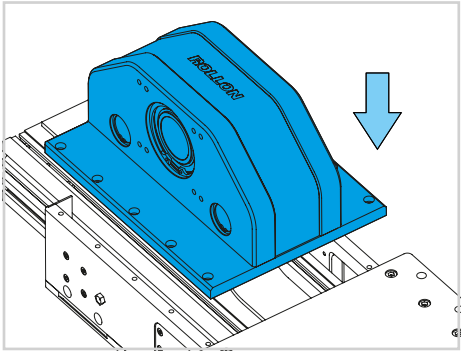

Fig. 16
9) Remontez la tête d'entraînement (voir la Fig. 16).